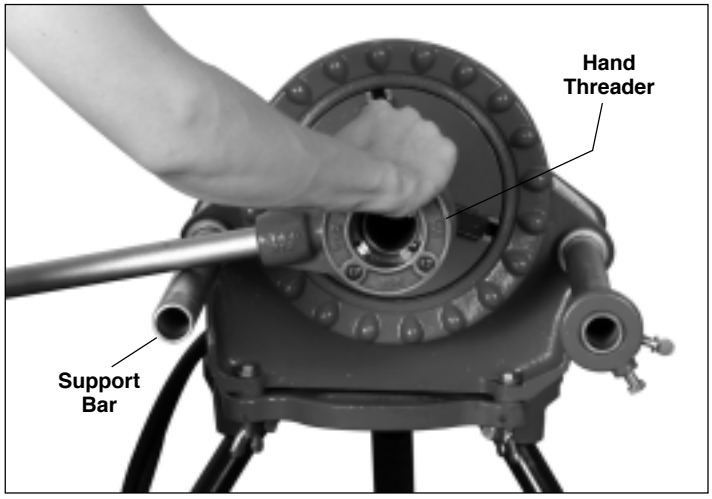

Figure 4
3. Rest PIPE CUTTER frame on SUPPORT BAR (Figure 4) located on switch side of machine. Tighten FEED SCREW HANDLE.
1. Place threader on end of pipe with handle resting on support bar (Figure 4) located on switch side.
4. Step on foot switch and push threader (Figure 4) with right hand to engage dies.
6. Push back support bar (Figure 4) on switch side.